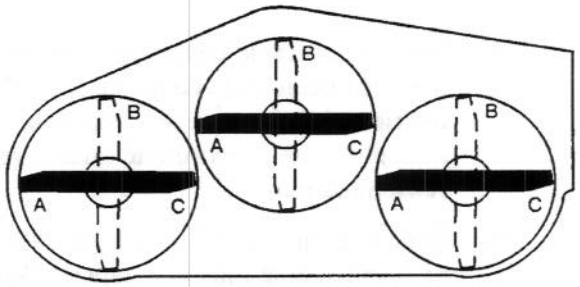

Figure 17
7. Tourner les lames à la position "C", mesurer la distance et noter la dimension obtenue (Fig. 17, 18).